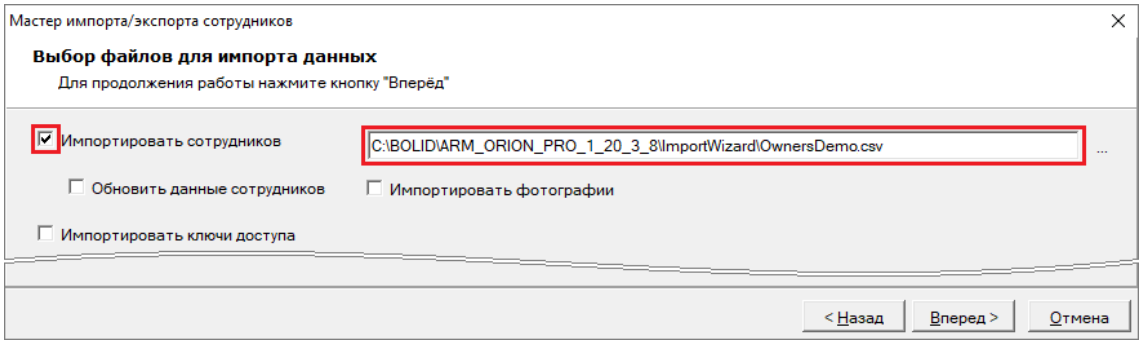

Рисунок 15-59 Выбор импорта персонала и соответствующего файла
8) В шаге «Выбор файлов для импорта данных» (см. п. 15.4.1) выбрать импорт персонала (установкой флага напротив параметра «Импортировать сотрудников») и выбрать для импорта подготовленный файл импорта (см. Рисунок 15-59);